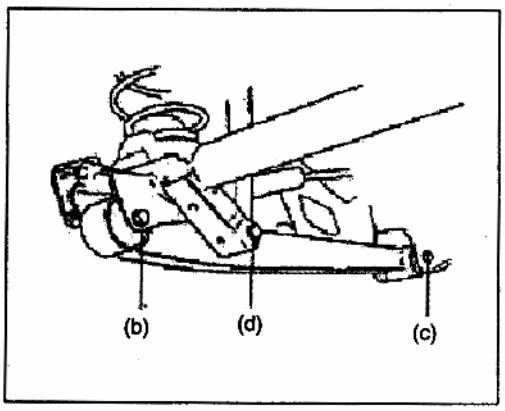

Рис. 570
5) Опустите автомобиль, затяните болты и гайки крепления рычага и амортизатора требуемым моментом (Рис. 570).